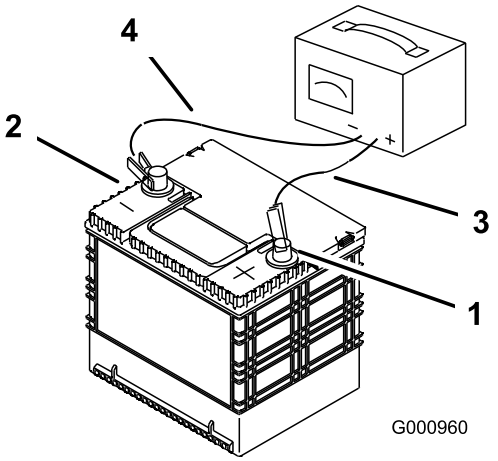

Figur 47
2. När batteriet är fulladdat ska laddaren kopplas bort från eluttaget först, och sedan ska laddningskablarna lossas från batteripolerna (Figur 47).